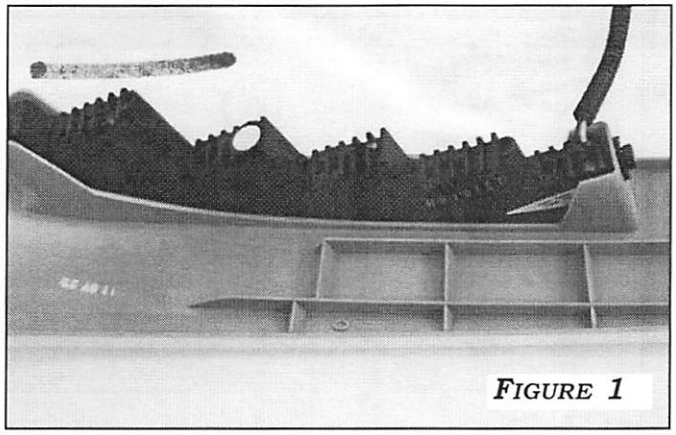

Figure 1
1. Place DRL led lights into right and left side Tundra panels. **Figure 1**